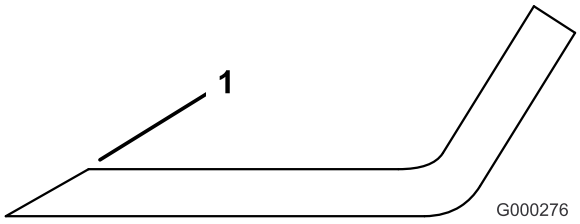

**Figure 67**
1. Au moyen d'une lime, aiguisez les tranchants aux deux extrémités de la lame (Figure 67). Veillez à conserver l'angle de coupe d'origine. Limez la même quantité de métal sur chacun des deux tranchants pour ne pas déséquilibrer la lame.